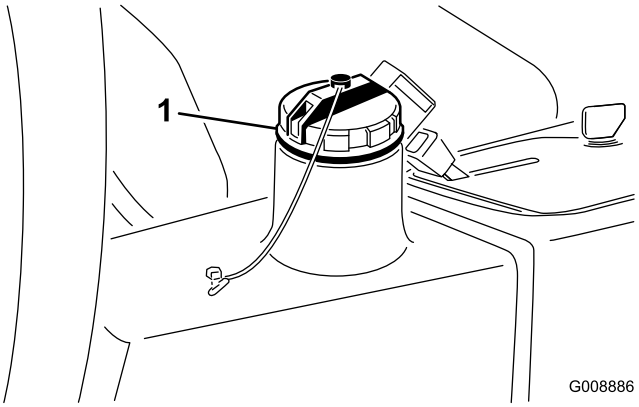

Figur 63
3. Fyll beholderen (Figur 63) med omtrent 22.7 liter hydraulisk olje. Se Kontrollere det hydrauliske systemet.